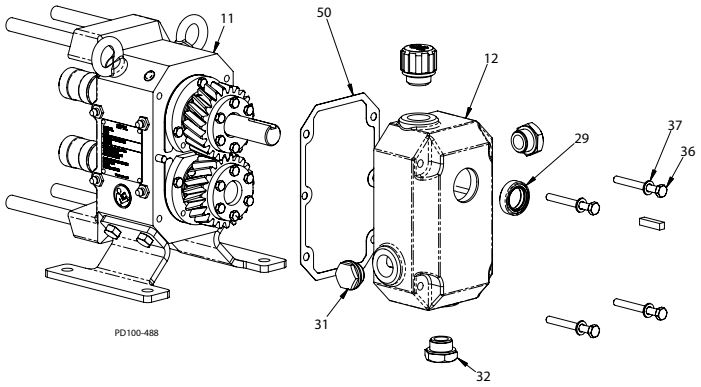

Afbeelding 36 - De afscherming van de tandwielkast verwijderen
3. Verwijder de kolomschroeven (Afbeelding 36, item 36) en borgringen (item 37) en verwijder de afscherming (item 12).
4. Verwijder de afdichting van de drijvende as (item 29) die zich op de tandwielafscherming bevindt en verwijder deze.
5. Controleer de niveau-aanduiderdop (item 31) en vervang deze als deze vertroebeld of bevlekt is.
6. Verwijder de pakking (Afbeelding 36, item 50) en verwijder deze. Verwijder pakkingmateriaal van het corresponderend oppervlak van de tandwielafscherming (item 12) of tandwielkast (item 11).